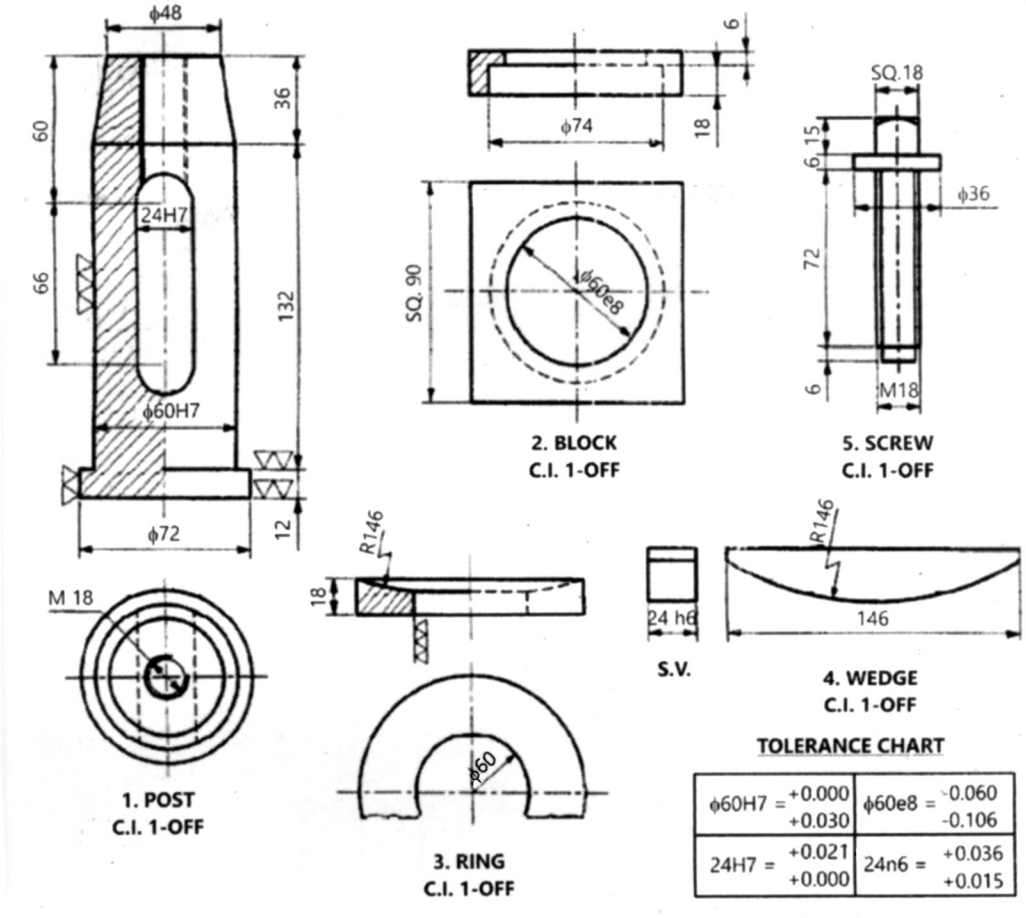

Fig. No. 7: Lathe tool post
b) Figure No. 7 shows the details of '*LATHE TOOL POST*'. Draw the following views of the assembly: